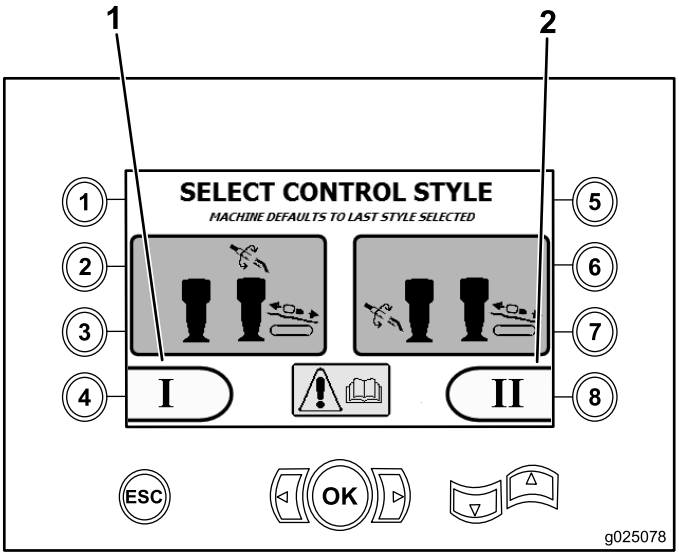

Figure 13
- Mode I – Place les fonctions de forage sur le levier de commande droit, tandis que le levier de commande gauche permet d'activer les fonctions du chargeur de tiges et des clés (Figure 13)
Appuyez sur la touche 4 pour sélectionner cette fonction (Figure 13).
- Mode II – Cette fonction répartit les fonctions de forage, des clés et de chargement des tiges entre les leviers de commande gauche et droit (Figure 13)
Appuyez sur la touche 8 pour sélectionner cette fonction (Figure 13).